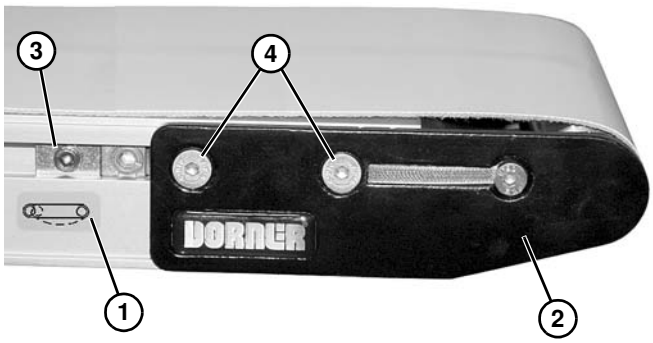

Abbildung 27
2. Auf der Spannseite des Förderbands, mit einem Etikett gekennzeichnet **(Abbildung 27, Teil 1)**, die Kopfplattenbaugruppe **(Abbildung 27, Teil 2)** eindrücken:
a. Auf beiden Seiten des Förderbands die Exzenter-Tracking-Baugruppen **(Abbildung 27, Teil 3)** (falls vorhanden) lösen und weg von den Kopfplatten bringen.
b. Befestigungsschrauben **(Abbildung 27, Teil 4)** lösen und Kopfplattenbaugruppe nach innen drücken.